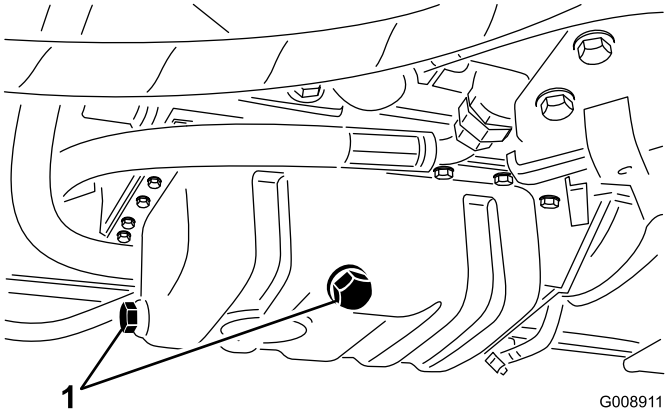

Figuur 41
1. Verwijder de aftapplug (Figuur 41) en laat de olie in een opvangbak lopen.